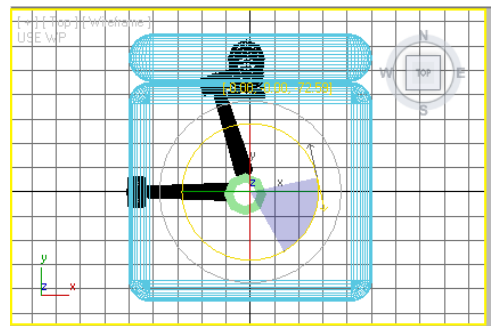
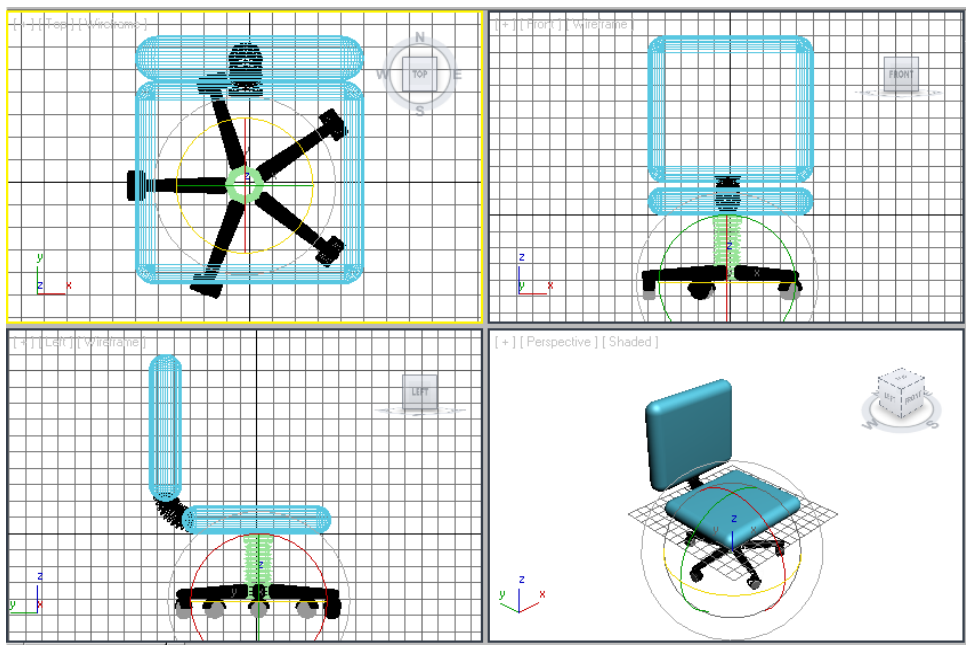

Figure 3-52 *The f_leg01 rotated about* ***-72*** *degrees with respect to the working pivot point*
Figure 3-53 *The f_leg002, f_leg003, f_leg004, and f_leg005 in all viewports*
24. Move the cursor over the Z-axis that is blue in color; it is highlighted in yellow color. Now, press and hold the SHIFT key as well as the left mouse button, and drag the cursor until the value in the **Z** spinner in the coordinate display becomes about **-72**, as shown in Figure 3-52. Release the left mouse button; the **Clone Options** dialog box is displayed. Make sure that the **Copy** radio button is selected. Set **4** in the **Number of Copies** spinner. Choose the **OK** button; the *f_leg002*, *f_leg003*, *f_leg004*, and *f_leg005* are displayed in all viewports, as shown in Figure 3-53.